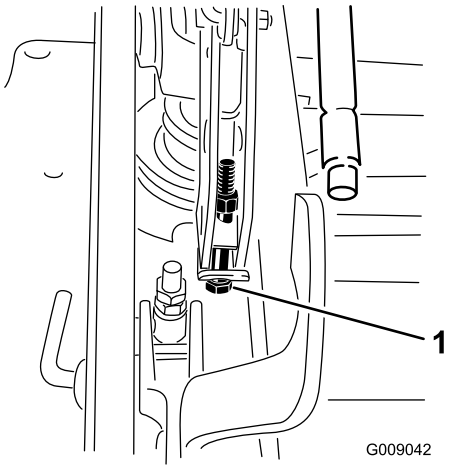

Figur 86
12. Hvis klippeenheten er for lav, kan du stramme til ettrinnsjusteringsbolten ved å vri den med urviseren. Hvis klippeenheten er for høy, kan du løsne ettrinnsjusteringsbolten ved å vri den mot urviseren (Figur 86).